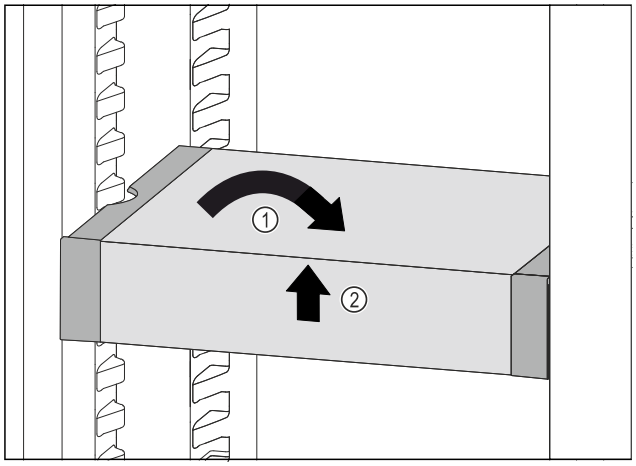

Fig. 162
▶ 将 VarioSafe 放平。 *Fig. 162 (1)*
▶ 抬起 VarioSafe 前部。 *Fig. 162 (2)*